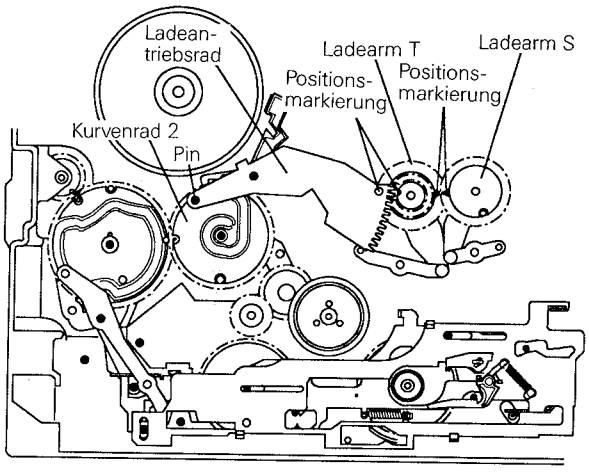

Abb. 2-17-2 F0D044
E. Den Sicherungsring vom Laderadarm entfernen. (Siehe Abb. 2-17-2)
F. Den Ladearm S und T in die Ladeposition bringen. (Siehe Abb. 2-17-2)
C. Beim Einsetzen des Ladearms darauf achten das die beiden Markierungen vom Ladearm T und Ladearm S sebeneinander liegen. (Siehe Abb. 2-17-2)